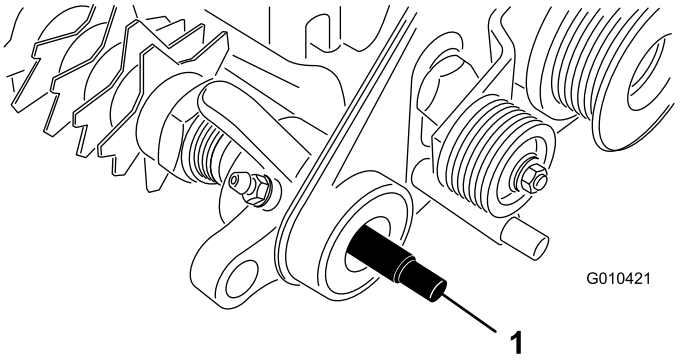

Bild 7
1. Tragen Sie Fett auf die Dichtung in der Antriebslagerstütze und auf das Ende der Groomerwelle auf (Bild 7).
2. Schieben Sie ein Ende der Groomerwelle in die Antriebslagerstütze (Bild 7).